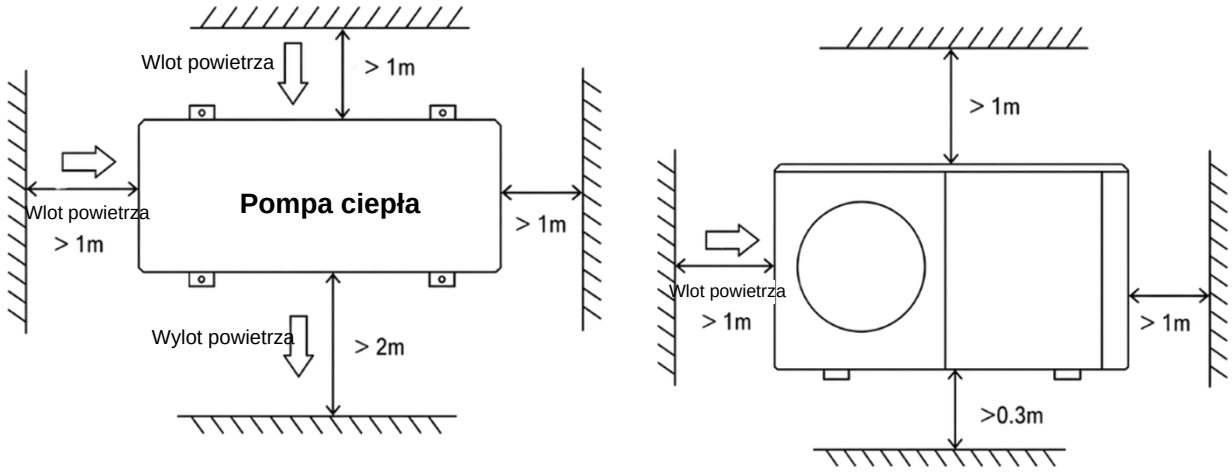

Rysunek 1
4. Aby ułatwić i usprawnić konserwację oraz usuwanie usterek, w promieniu 1 m od urządzenia nie mogą znajdować się żadne przeszkody. Aby zapewnić odpowiednią wentylację, nad urządzeniem nie mogą znajdować się przeszkody w odległości pionowej co najmniej 2 m. Patrz rysunek 1.